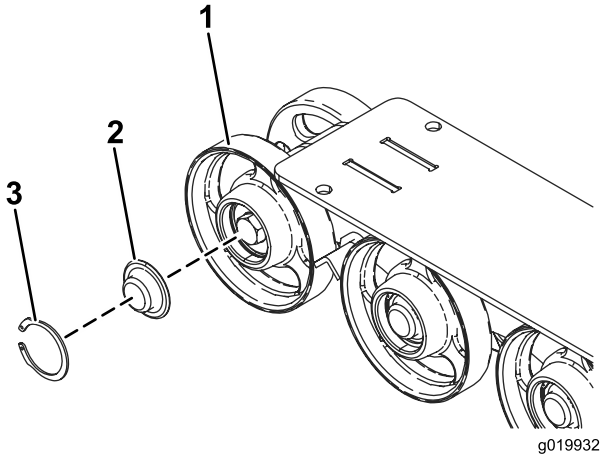

Figur 51
3. Ta bort låsringen och hatten från väghjulet (Figur 51).
4. Kontrollera smörjningen under hatten och runt packningen (Figur 51). Om den är smutsig, sandig eller förbrukad gör du rent så att allt fett försvinner, byter packningen och smörjer igen.
6. Sätt den infettade väghjulshatten över skruvhuvudet (Figur 51).
7. Fäst väghjulshatten med låsringen (Figur 51).